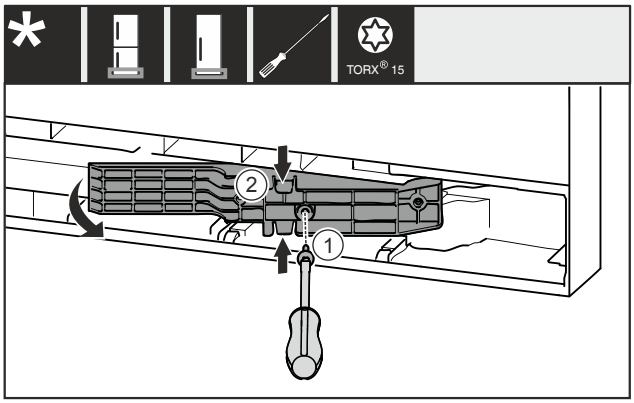

*Fig. 22 **
- ▶ Odstraňte šroub *Fig. 22 (1)*.*
- ▶ Adaptér *Fig. 22 (2)* nahoře a dole mírně stlačte k sobě a vytáhněte.*